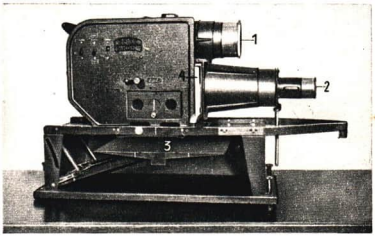

Abb. 63. Epidiaskop
2. Das Epidiaskop. Neben den einfachen Projektionsapparaten sind sogenannte *Epidiaskope*[2] im Gebrauch (Abb. 63). Diese Geräte enthalten nicht nur eine Einrichtung für die Projektion von Glasbildern, sondern er-